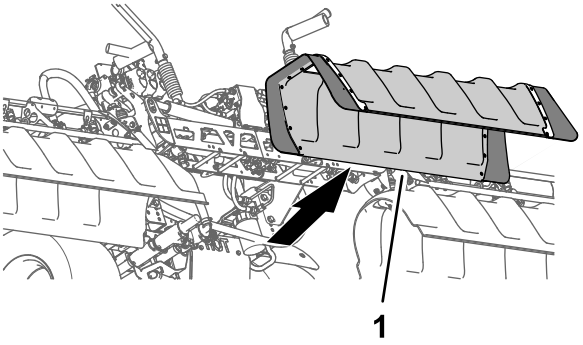

Figur 26
2. Fjern midtersektionens dæksel fra maskinen (Figur 26).